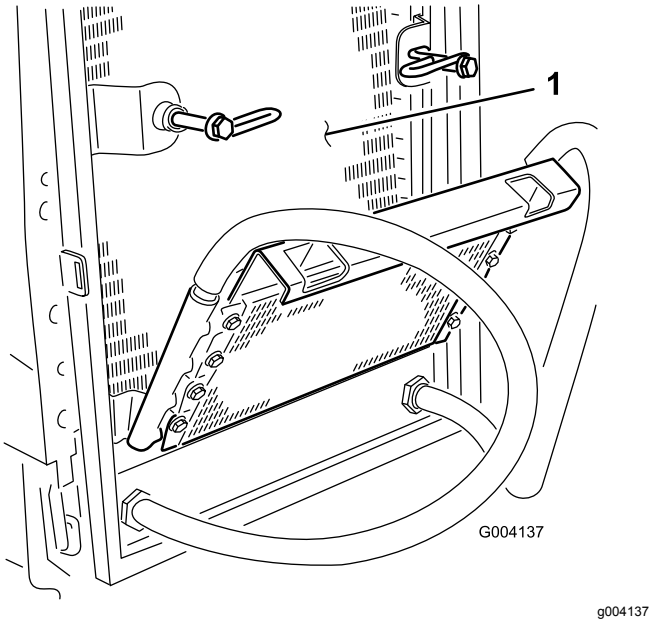

Figur 61
6. Rengør begge sider af oliekøler og køler (Figur 61) grundigt med trykluft.